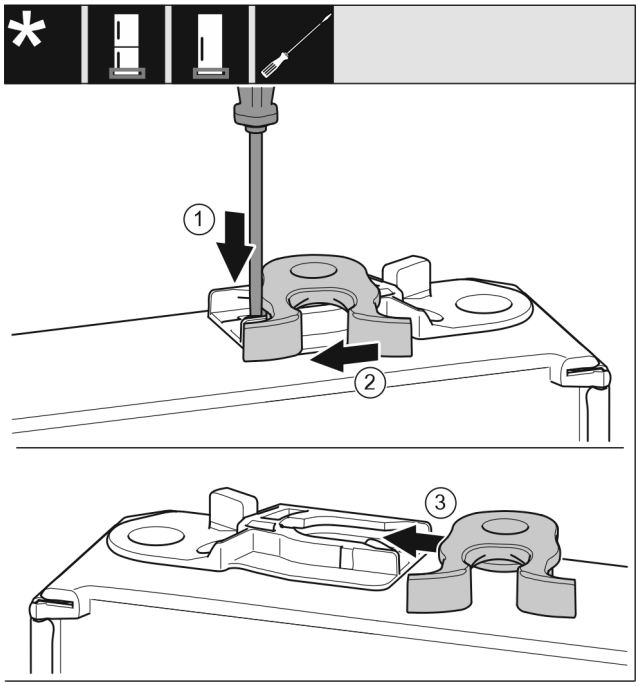

Fig. 20
- ▶ Apăsați în jos eclisa *Fig. 20 (1)* cu șurubelnița plată.
- ▶ Trageți cârligul de închidere *Fig. 20 (2)* din ghidaj.
- ▶ Împingeți pe partea opusă cârligul de închidere *Fig. 20 (3)* în ghidaj.